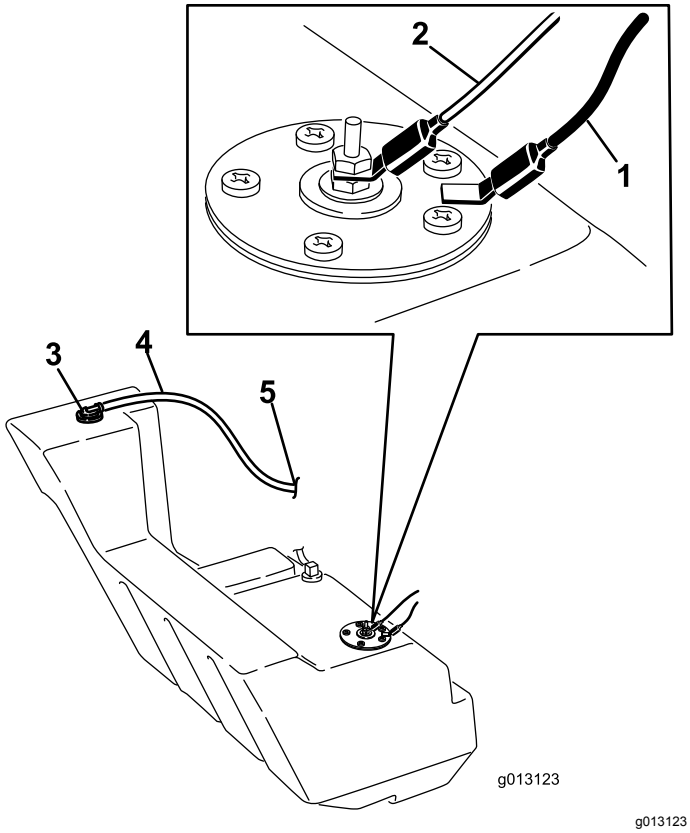

**Figur 66**
12. Koppla loss de båda ledningarna som går till tankens högra sida (Figur 66).
21. På höger sida av tanken ansluter du den orange ledningen till mittstolpen och den svarta ledningen till den yttre stolpen (Figur 66).